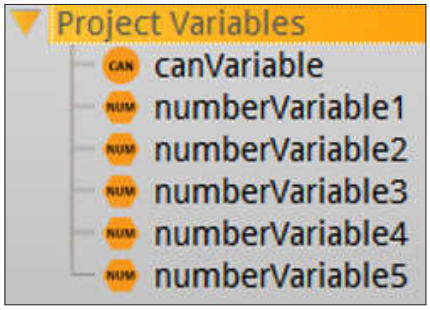

Figure 29. Creating new Integers and a new float Variable.
3. Create 4 Integers and 1 float Project Variable as seen in Figure 29.
4. Replace the values in "Parameter/Data" in the CAN Frame Builder with the Project Variables shown in Figure 29. (i.e. items 1,2,3,5 use integer variables, item 4 uses the float variable).